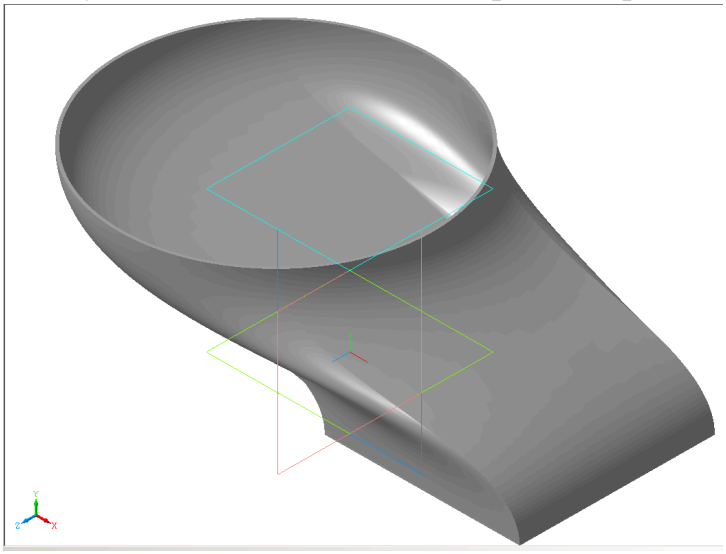

Рис. 5.9. Результат выполнения операции по двум сечениям.
1.23. Сохраните модель (рис. 5.9) в файл под именем ***Модель_2_сечения*.**